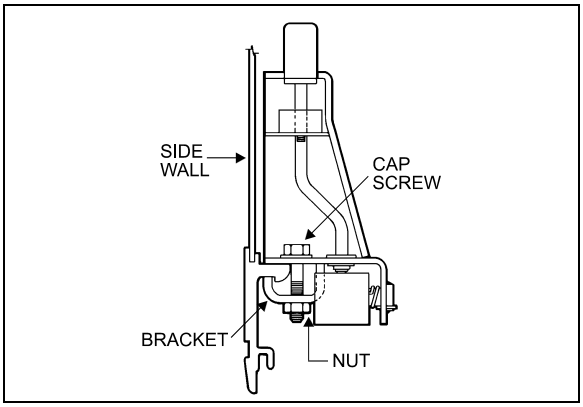
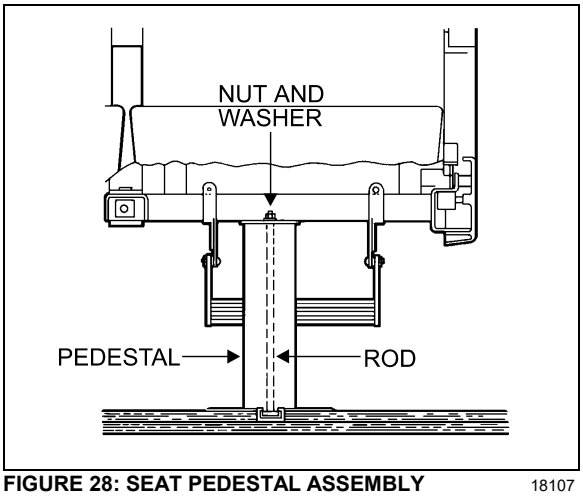

FIGURE 27: SIDE WALL MOUNTING 18106
FIGURE 28: SEAT PEDESTAL ASSEMBLY 18107
4. Remove 2 cap screws, nuts, and washers holding seat frame to side wall and retain the 2 holding brackets. See Figure 27 and Figure 28.